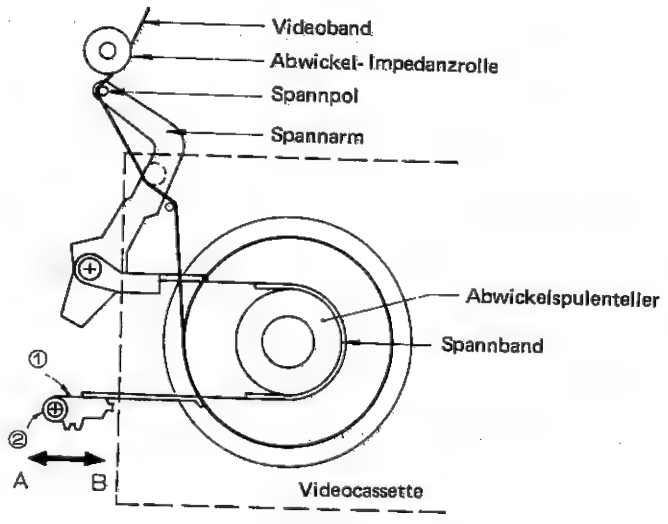

Abb. 20
1. Wenn der Abstand zwischen Spannpol und Abwickel-Impedanzrolle, gemessen an deren Mittelpunkten, geringer als 0,5mm ist, den Spannband-Einstellwinkel① in B-Richtung bewegen und dann die Schraube② anziehen (Siehe Abb. 20).
2. Wenn der Abstand zwischen Spannpol und Abwickel-Impedanzrolle, gemessen anderen Mittelpunkten, größber als 1,0 mm ist, den Spannband-Einstellwinkel 1 in A Richtung bewegen und dann die Schraube② anziehen (Siehe Abb. 20).